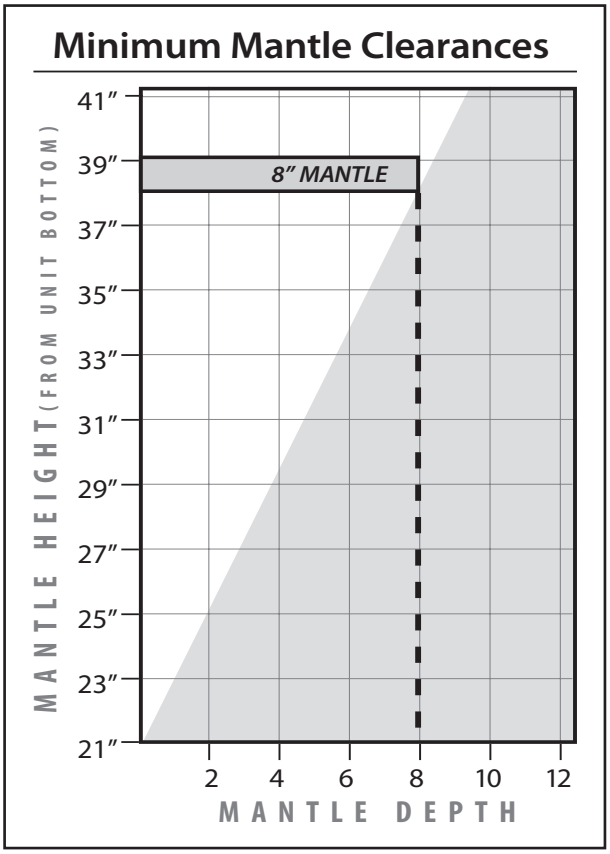

**Figure 13: Mantle width and height.**
1. Plan your installation and clearances to combustibles. The EG31 may be installed and vented into any solid fuel fireplace that has been installed in accordance with the National, Provincial/State and local building codes and has been constructed of non-combustible materials. Also refer to the Initial Installation - Preparing Your EG31 For Installation and Clearances to Combustibles sections. Refer to Figure 13 throughout installation.